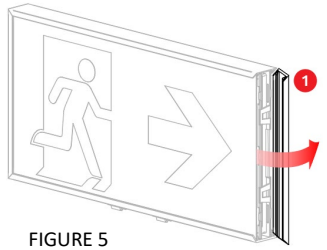

FIGURE 5
2. Remove Side extrusion (see Figure 5)